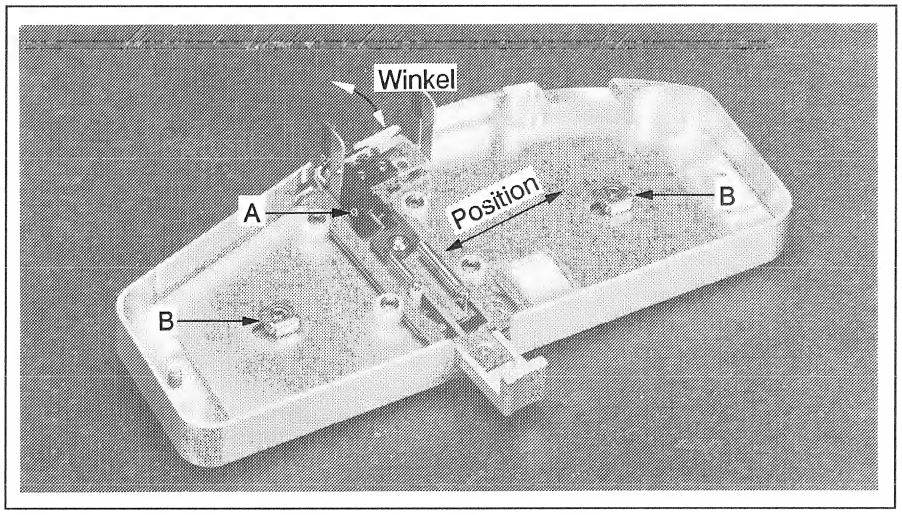

Fig. 3.4.52 Einstellung des Schnittwinkels der Vorkopfschere
- Die Schraube **A** (Fig. 3.4.52) lösen (Stiftschlüssel 1,5mm)